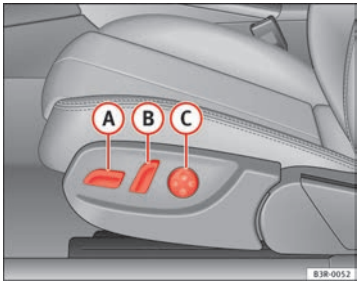
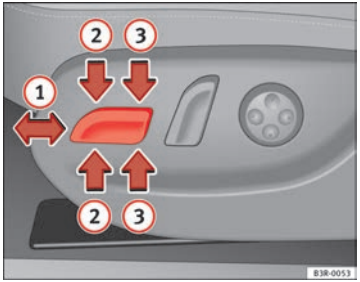

Abb. 104 Vordersitz: Bedienelemente zum Einstellen
Abb. 105 Vordersitz: Schalter für Sitzverstellung
– Bewegen Sie den Schalter (A) ⇒ Abb. 104 nach vorn oder nach hinten (1) ⇒ Abb. 105 ⇒ ⚠.